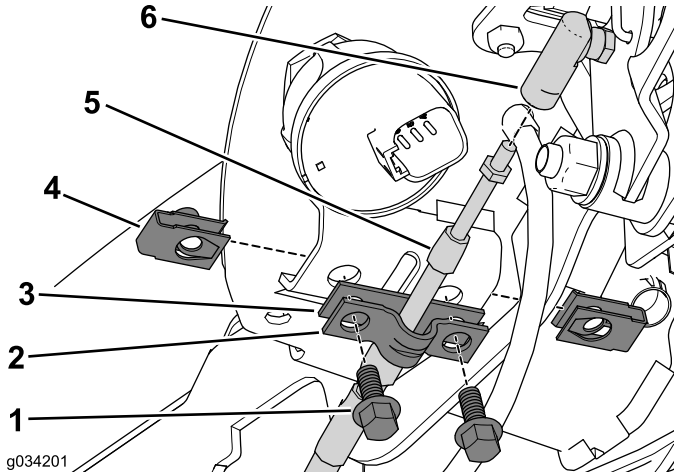

Figur 5
1. Fjern de to boltene og klipsmutteren som fester kabelklemmen og mellomlegget til konsollenheten (Figur 5).
2. Sett til side kabelklemmen og kast mellomlegget (Figur 5).
3. Koble nøytrallåskabelen fra kabelkonnektoren (Figur 5).